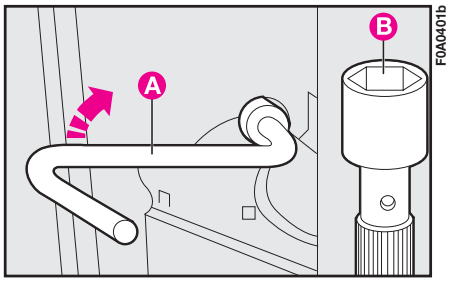
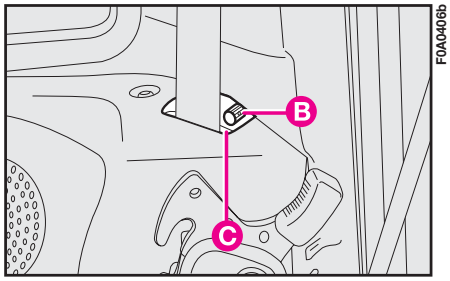

fig. 28
fig. 28a
**2)** Fit the wrench provided **A-fig. 28** (used also to remove the wheel) to the fastening bolt of the light unit.
**3)** Loosen the bolts, then undo the light cluster fastening nuts by means of extension **B-fig. 28** supplied with the unit.
As regards the 7-seater version is concerned, undo the light cluster fastening bolt by means of extension B-fig. 28 inserted onto the bolt through slotted hole **C-fig. 28a**.